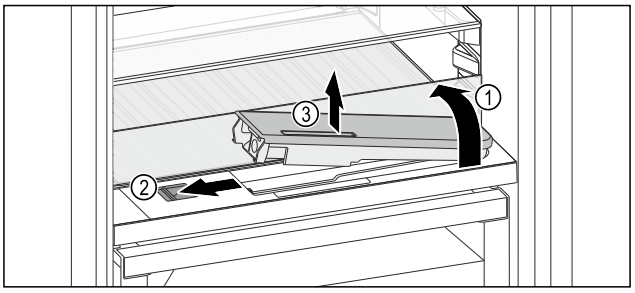

Fig. 129
▶ Ridicați placa de sticlă și rabatați în spate până la opritor *Fig. 129 (1)*.
▶ Împingeți zăvorul *Fig. 129 (2)* spre stânga.
▶ Scoaterea rezervorului de apă *Fig. 129 (3)*.